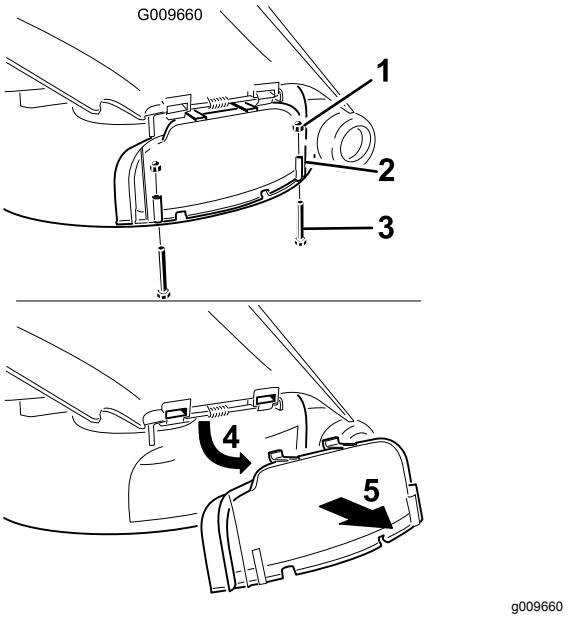

Figur 23
3. Fjern de to bolte og møtrikker, som fastgør udblæsningsdækslet til plæneklipperen (Figur 23).